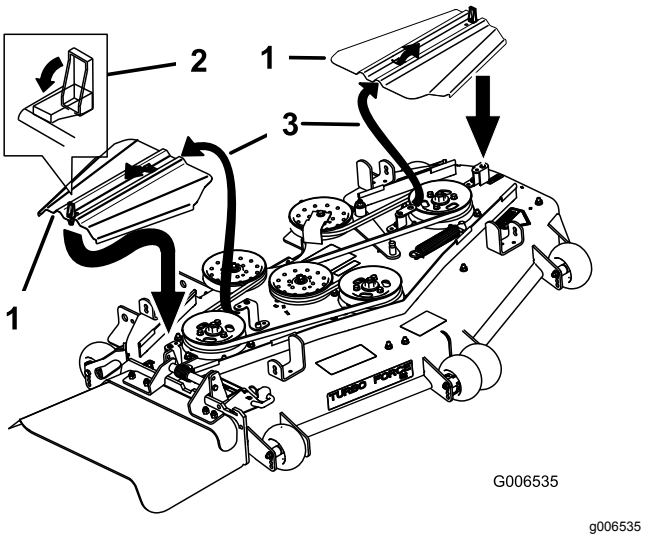

Figur 89
12. Monter remdekselet ved å føre dekselet inn på tappen, montere boltene og låse det (Figur 89).